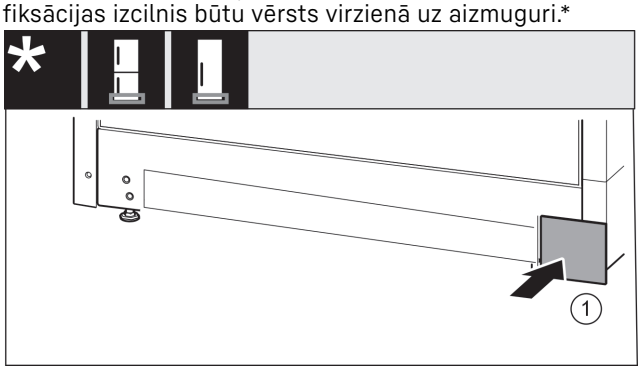

Fig. 50
- Uzlieciet atpakaļ pārsegu *Fig. 50 (1)* otrajā pusē.